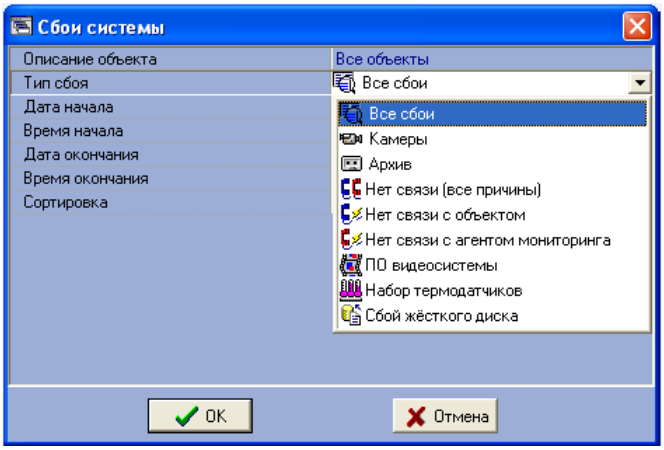

Рис. 6.2—4 Выбор типа сбоя
4. **Сортировка** (Рис. 6.2—5). При построении отчета можно использовать два режима сортировки: